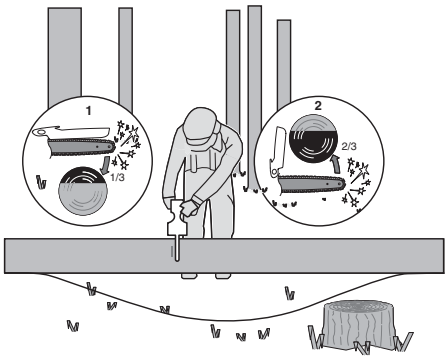

Figura. 4
Cuando el tronco es soportado en ambos extremos, como ilustrado, corte 1/3 del diámetro de la parte superior (1). A continuación, realice el corte final rápidamente en la parte inferior (2) a 2/3 para corresponder al primer corte. (Figura. 4)